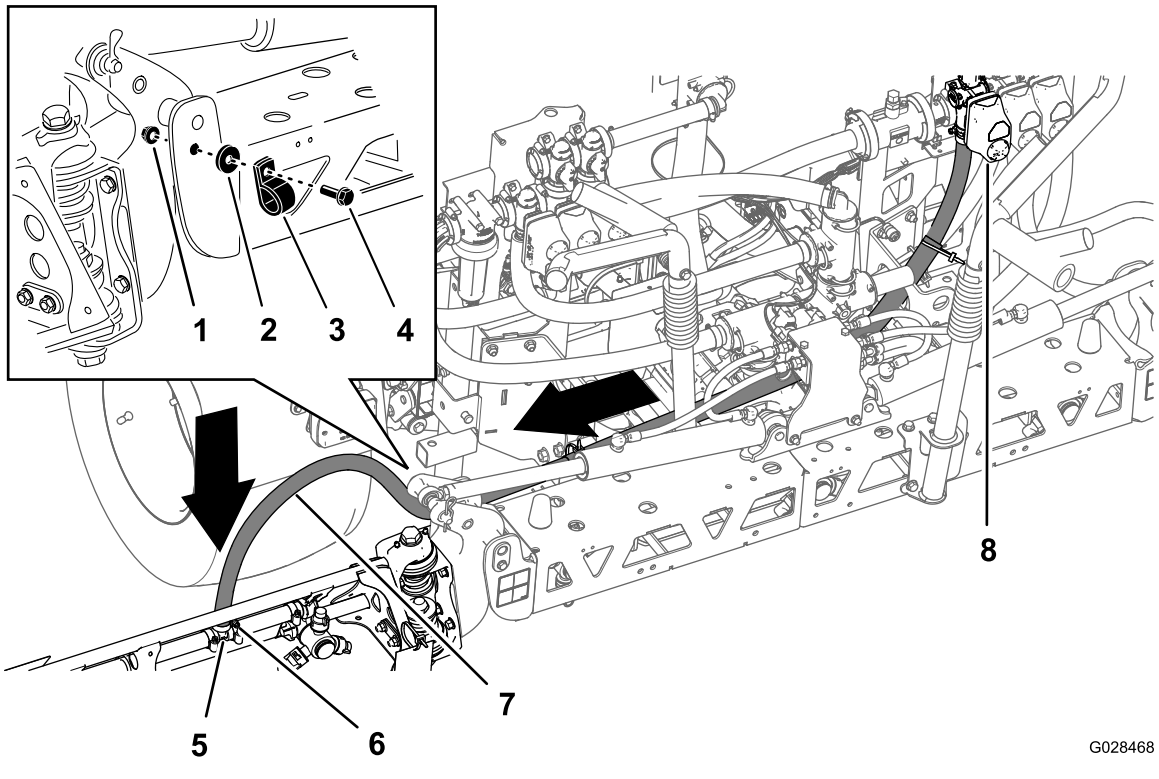
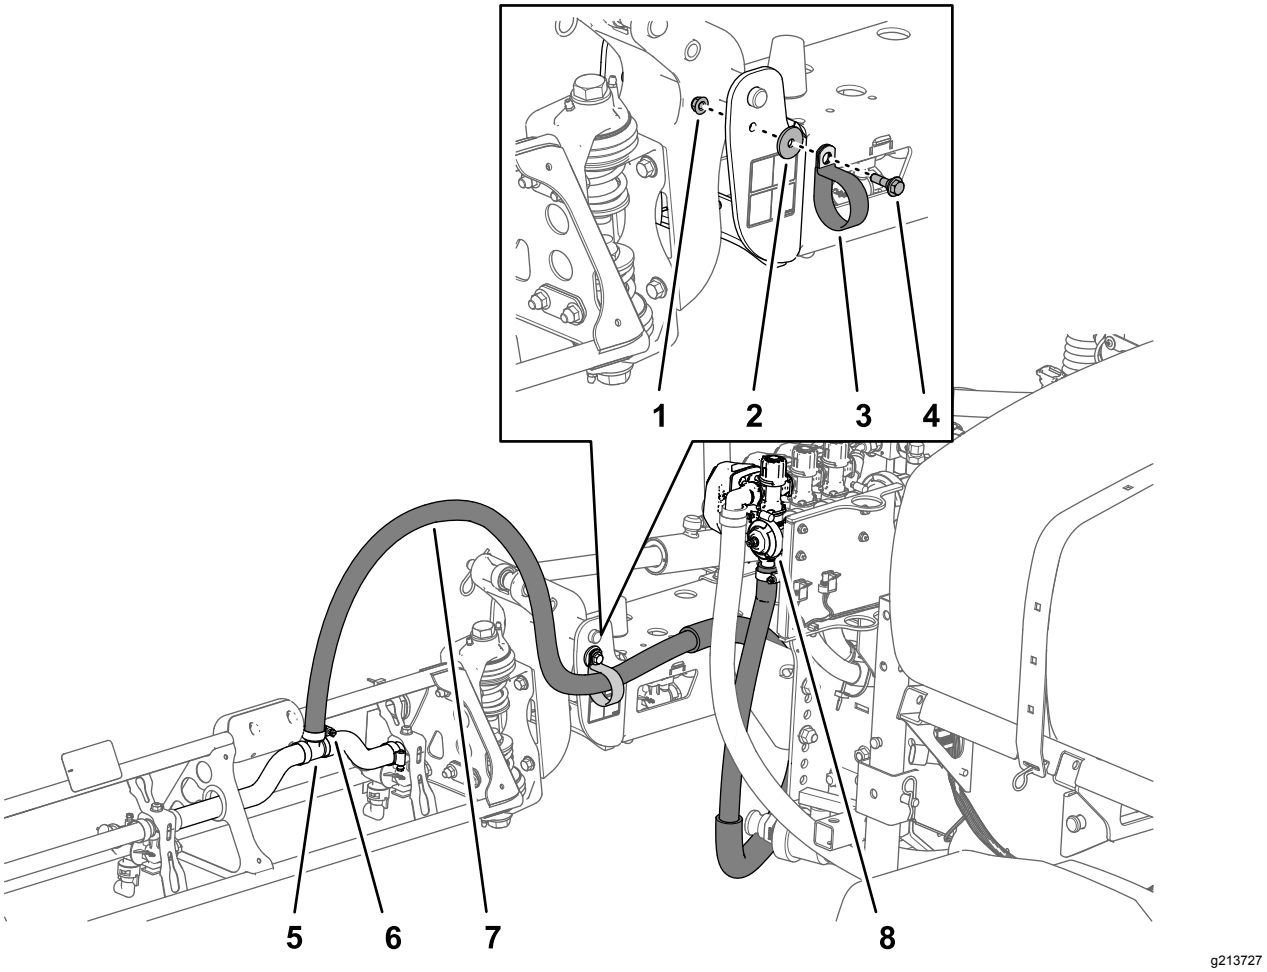

Figur 42
Figur 43
1. Før bomsektionsslangerne som vist i Figur 42 og Figur 43.
2. Fastgør bomslangerne på forsiden af midterbomsektionen (Figur 42 og Figur 43) med 1 R-klemme, 1 ansatsbolt (5/16" x 1"), 1 låsemøtrik (5/16") og 1 spændeskive (5/16").
3. Monter bomsektionsslangen over T-fittingen med modhager på bomsektionen, og fastgør slangen med en slangeklemme (Figur 42 og Figur 43).